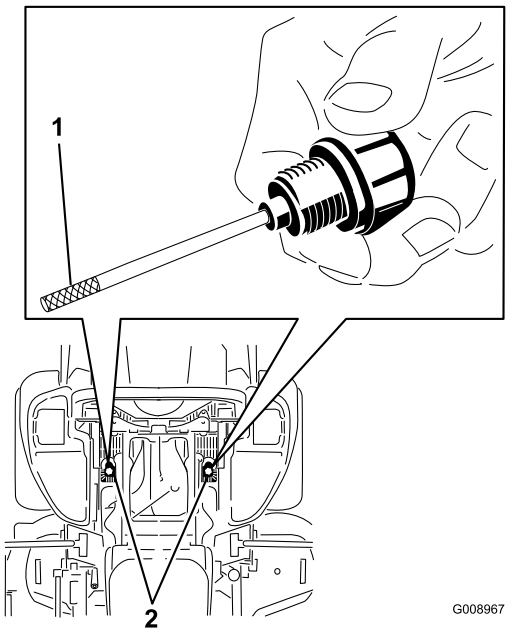

Figur 86
7. Rengør området omkring målepindene i hydrauliksystembeholderne (Figur 86).
8. Tag en målepind ud af hydraulikbeholderen (Figur 86).
10. Tag målepinden ud, og kig på metalenden (Figur 86). Standen skal være inden for den riflede del. Hvis oliestanden er lav, skal der kun langsomt påfyldes så meget olie i hydraulikbeholderen, at oliestanden stiger til den riflede del.